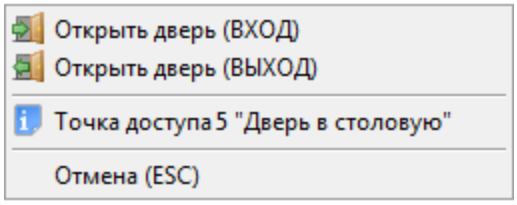

Рисунок 8-156 Контекстное меню для двунаправленной точки доступа
- Предоставление доступа в обоих направлениях – и на вход, и на выход (см. Рисунок 8-156) – для двунаправленной точки доступа, имеющей режим «Вход\Выход»;